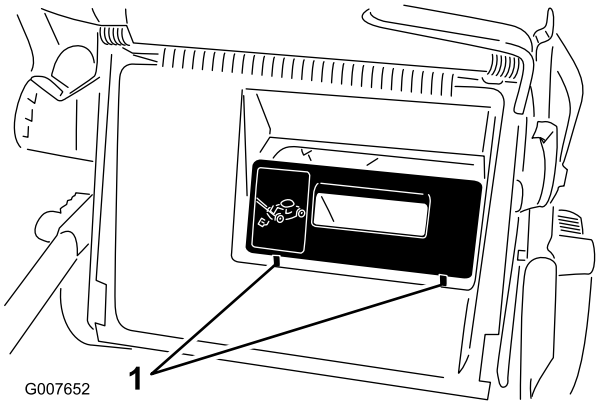
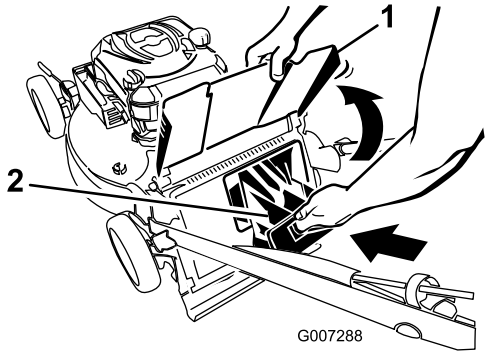

**Figura 17**
**Figura 18**
**Importante: Verificate che il coperchio di scarico posteriore sia posizionato correttamente. Sollevate il deflettore di scarico e individuate le 2 linguette situate davanti al coperchio di scarico (Figura 17). Se non le trovate, spingete con forza il coperchio fino bloccarlo in posizione (Figura 18).**